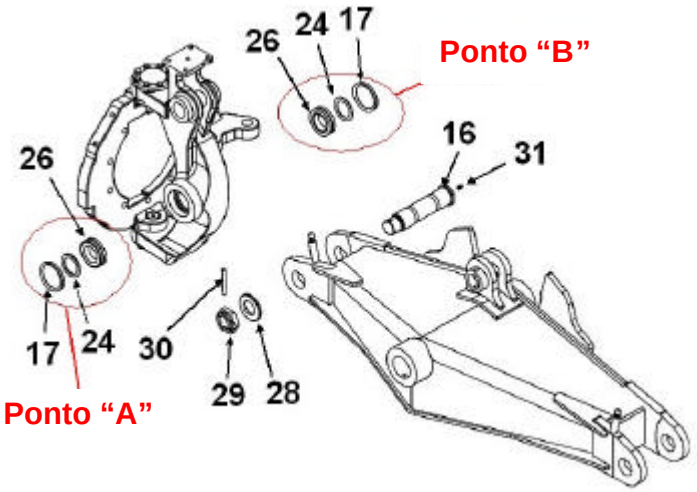

figura 4
Conforme ilustrado na figura 4, separe e insira, o pino item (16) qtd. 02 no reservatório de nitrogênio por 5 minutos
Conforme ilustrado na figura 4, instale a rótula de contato angular GE45-SX item (26) qtd. 02 no conjunto do camber joint direito item (3).
Como mostrado na figura 4, posicione o flange e o camber joint lado direito itens (3 e 5) montados no eixo item (1) qtd. 01.
Conforme ilustrado na figura 4, posicione o anel selador item (17) qtd. 01 e a arruela de travamento item (24) qtd. 01 no ponto **"A"**.
Conforme ilustrado na figura 4, posicione o anel selador item (17) qtd. 01 e a arruela de travamento item (24) qtd. 01 no ponto **"B"** e então retire o pino item (16) qtd. 01 do nitrogênio e instale (introduza-o) no conjunto.
Conforme ilustrado na figura 4 e foto 7, fixar / prenda o pino (16) qtd. 01, usando a arruela item (28) qtd. 01, porca castelo item (29) qtd. 01 e contra pino item (30) qtd. 01.
Conforme ilustrado na figura 4 e foto 7 repita o procedimento (PASSO 17 a 22) para o outro lado do eixo.
Conforme ilustrado na figura 4, instale a graxeira item (31) qtd. 02 no pino item (16) qtd. 02.